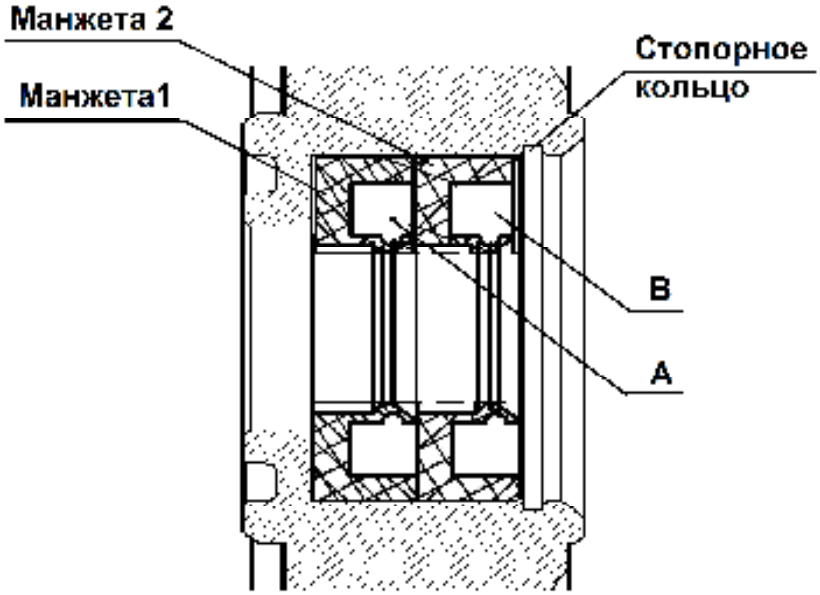

Рис. 8. Схема установки манжет.
7. Установку манжет производить согласно рис. 8 в следующем порядке: